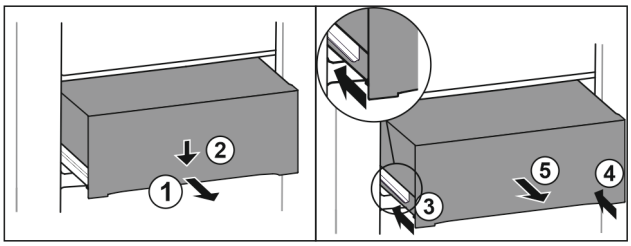

*Fig. 144*
▶ Zásuvku napůl vytáhněte. *Fig. 144 (1)*
▶ Stlačte zásuvku na přední straně dolů. *Fig. 144 (2)*
▶ Zasuňte levou kolejničku přibližně do 2 cm. *Fig. 144 (3)*
▶ Zasuňte pravou kolejničku přibližně do 2 cm. *Fig. 144 (4)*
▶ Vyjměte zásuvku dopředu. *Fig. 144 (5)*